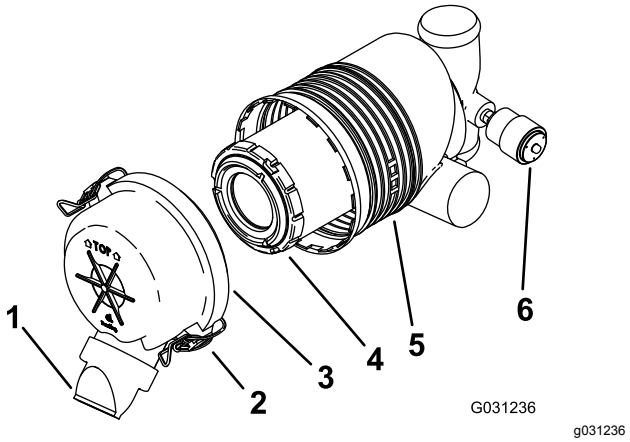

**Figur 30**
***Viktigt:*** **Byt endast ut luftrenarfiltret när serviceindikatorn visar rött (Figur 30). Om du byter luftfiltret tidigare än nödvändigt ökar det risken för att smuts kommer in i motorn när du har avlägsnat filtret.**
5. Lossa spärrhakarna på luftrenaren och dra av luftrenarkåpan från luftrenarhuset (Figur 30).
- Montera luftrenarkåpan med dammkåpan riktad nedåt och fäst spärrhakarna (Figur 30) om serviceindikatorn visar att den är i brukligt skick.
1. Dra försiktigt ut filtret ur luftrenarhuset (Figur 30).
3. Montera filtret med försiktighet (Figur 30).
4. Montera luftrenarkåpan med dammkåpan riktad nedåt och fäst spärrhakarna (Figur 30).